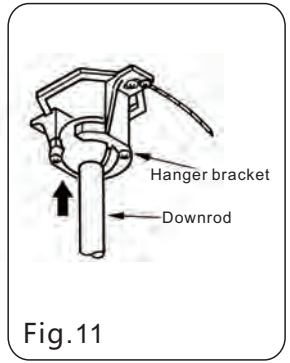

Fig.11
Paso 5. Levante el ensamblaje del motor y coloque la esfera de soporte dentro de la abrazadera de montaje. Gire el ensamblaje del motor hasta que la ranura de la esfera de montaje siente sobre la astria de la abrazadera de montaje. (Fig. 11)